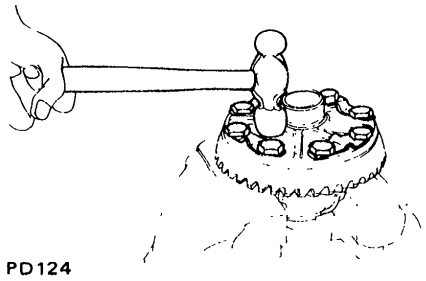

Fig. PD-9 Tapping bolt head
b. **Tighten bolts in criss-cross fashion lightly tapping around bolt heads with a hammer. See Figure PD-9.**